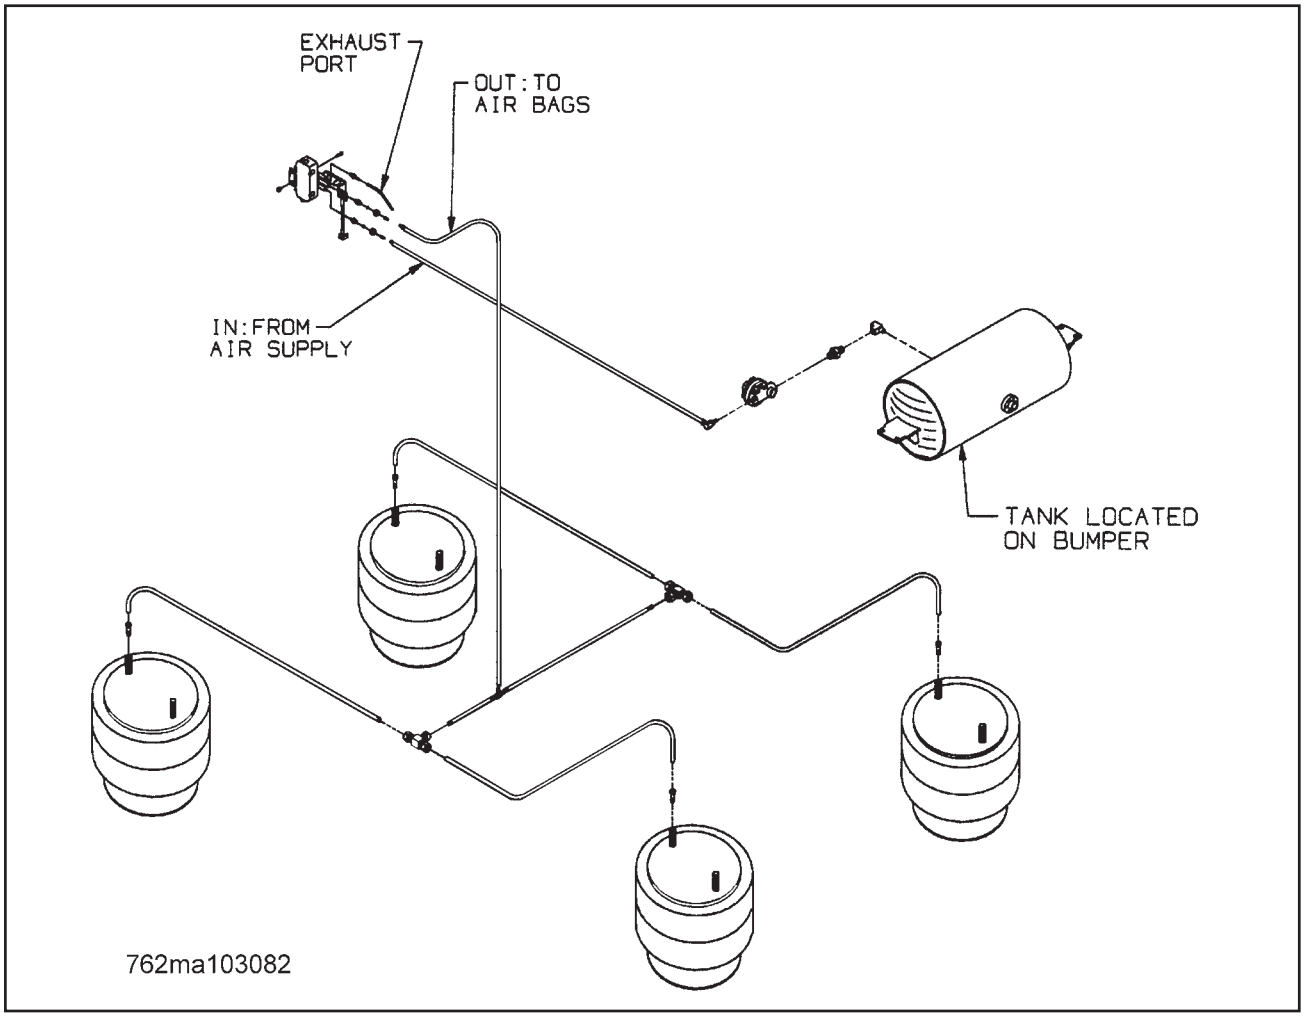

Figure 4-7 Tandem Axle Air Ride Suspension System
a. See **Figures 4-7 and 4-9** for Tandem and Triple Axle Air Ride Suspension drawings.